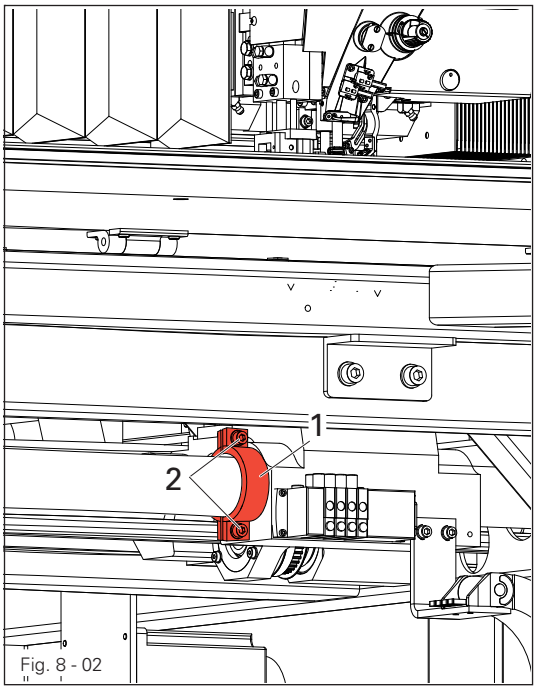

Fig. 8 - 02
- Height adjustment is facilitated by loosening the lock nut **4** and twisting the support legs **5**. (see **Fig. 8 - 01**)!